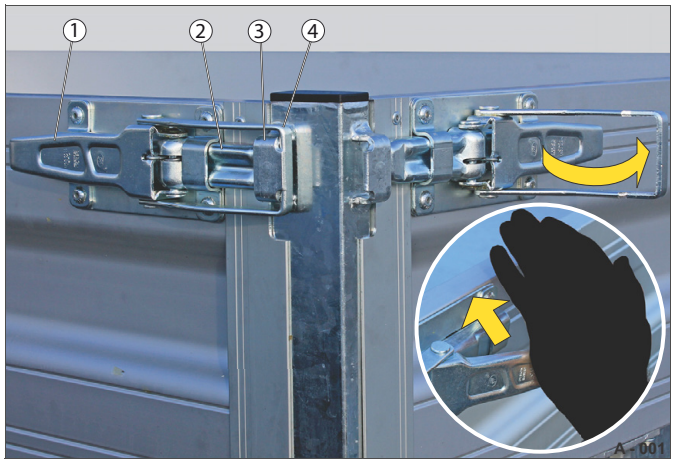

Abb. 6 Stahovací uzávěr (HU, HUK, HT, HTK)
▶ Zatáhněte za úchyt (Abb. 6/1).
Upínka (Abb. 6/4) se uvolní.
▶ Otáčejte upínku, dokud se neuvolní z jazýčku (Abb. 6/3).